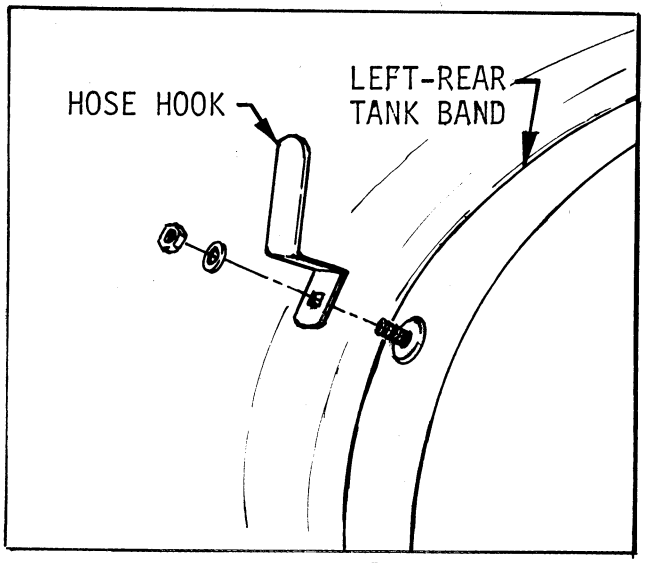

FIG. 1
- Remove the rubber protective cap from the carriage bolt which protrudes from the rear Tank Band. See FIG. 1.